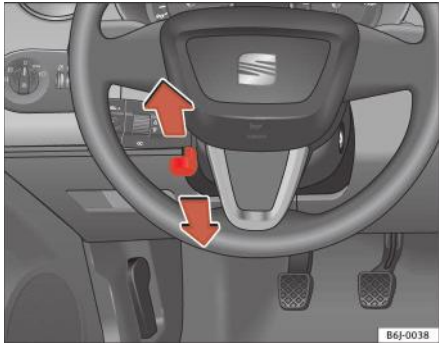

Fig. 92 Reglarea pe înălțime a coloanei de direcție
– Împingeți maneta de sub coloana de direcție ⇒ fig. 92 în jos ⇒ ⚠.
– Reglați volanul până la obținerea poziției corecte ⇒ fig. 92.
- **Reglați scaunul şoferului sau volanul astfel încât să existe o distanță de minim 25 cm între volan şi pieptul dumneavoastră ⇒ fig. 92. Dacă distanța minimă nu este respectată, airbagul nu va asigura protecția necesară. Pericol de accidentare fatală.**